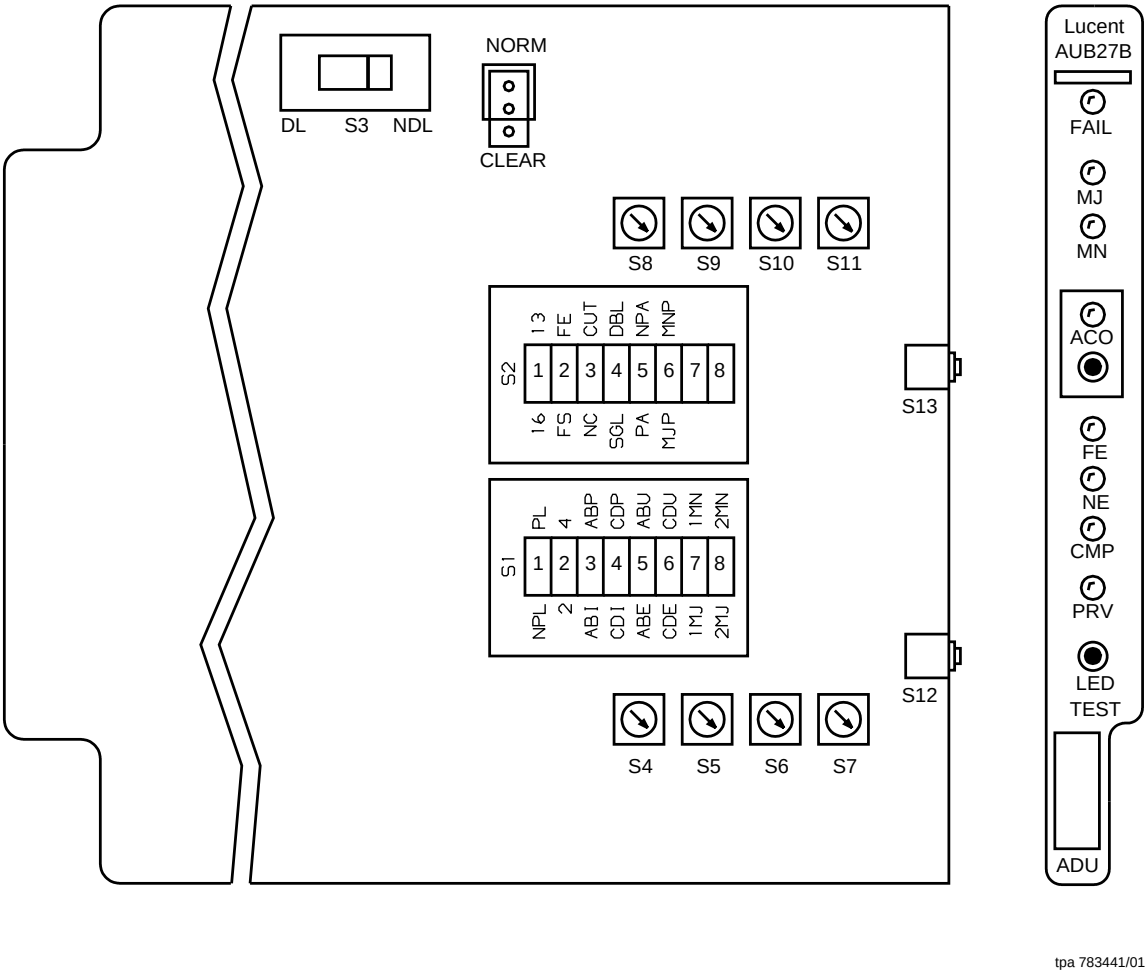

**Figure 1 – AUB27( ) RT ADU Option Switch Settings**
1. On **AUB27( )** option switch **S1** (Table A and Figure 1), use an orange stick (KS-6320, L1) or equivalent and set switch positions as follows:
2. On **AUB27( ) ADU** option switch **S2** (Table A and Figure 1), use an orange stick (KS-6320) or equivalent and set switches as follows: